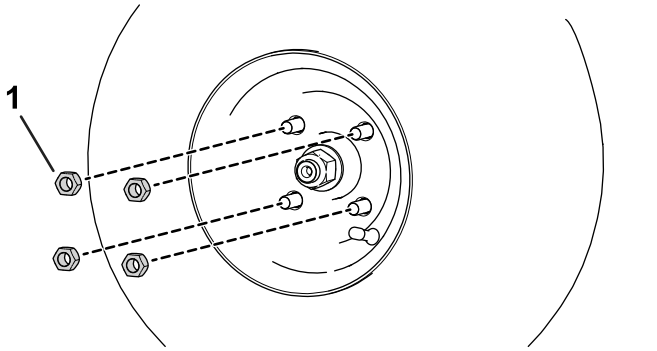

Figura 10
2. Instale as porcas das rodas (Figura 10).